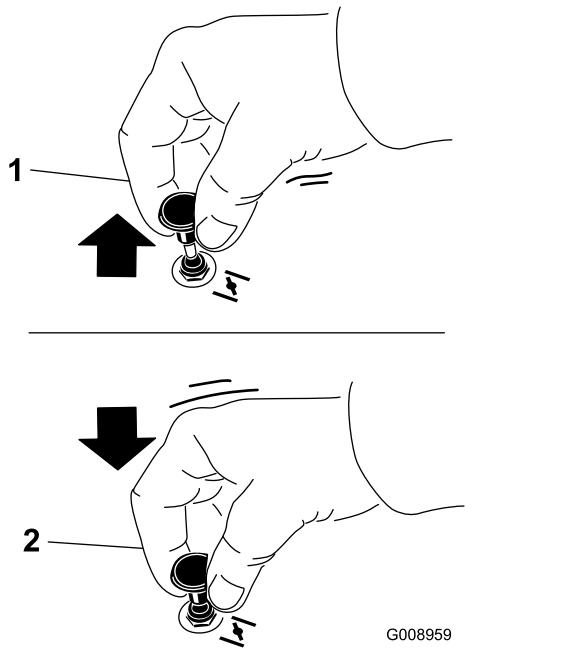

Figuur 22
1. Trek de knop van de choke omhoog om deze in te schakelen voordat u de contactschakelaar inschakelt (Figuur 22).
2. Druk de knop van de choke omlaag om deze weer uit te schakelen nadat de motor is gestart (Figuur 22).